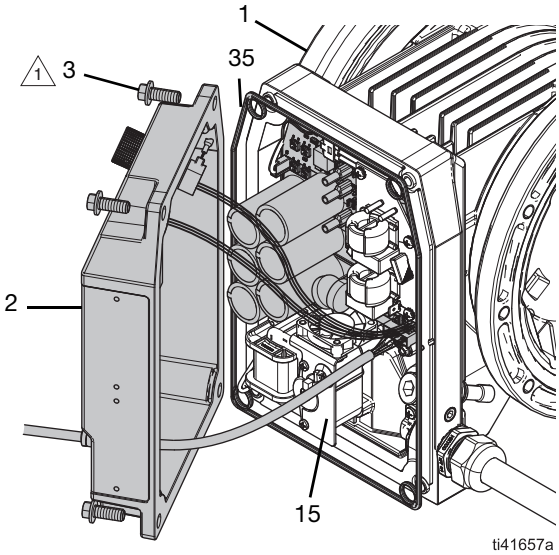

图 2：控制箱盖
参见图 2。
2. 从控制箱盖 (2) 上拆下紧固件 (3)。
3. 小心卸下控制箱盖 (2)：
a. 小心地将控制盖 (2) 倾斜远离控制板 (15)。参见图 2。
b. 断开从控制盖 (2) 到控制板 (15) 的所有电线。请参见**电气示意图**，第 37 页。
3. 安装控制箱盖 (2)：
a. 小心地将控制盖 (2) 固定在靠近控制板 (15) 的位置。参见图 2。
c. 连接从控制盖 (2) 到控制板 (15) 的所有电线。请参见**电气示意图**，第 37 页。